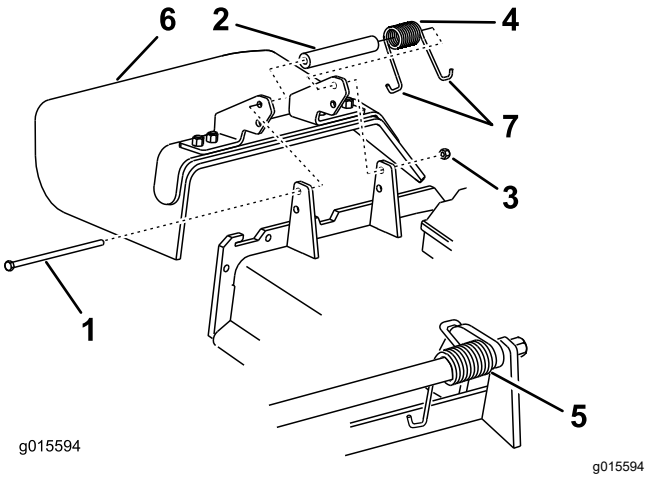

Figure 100
1. Retirez le contre-écrou, le boulon, le ressort et l'entretoise qui fixent le déflecteur aux supports de pivot (Figure 100).
2. Enlevez le déflecteur s'il est endommagé ou usé (Figure 100).
Remarque: Prenez soin de placer 1 extrémité en **J** du ressort derrière le bord du tablier avant de mettre le boulon en place, comme montré à la Figure 100.
6. Accrochez l'extrémité en **J** du ressort au déflecteur d'herbe (Figure 100).